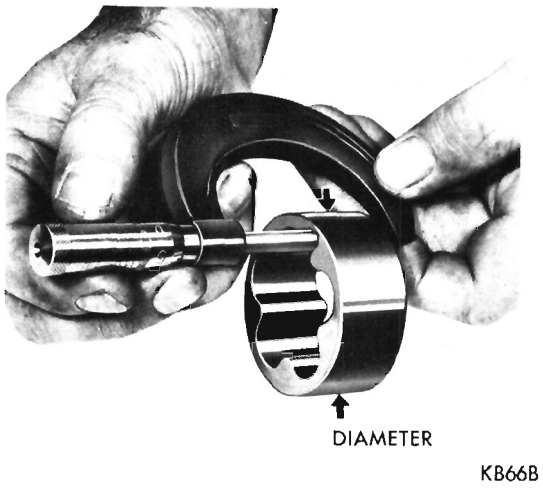

Fig. 39—Measuring Outer Rotor Thickness
(3) If outer rotor length measures less than .943 inch (Fig. 39) and diameter less than 2.469 inches, replace outer rotor.